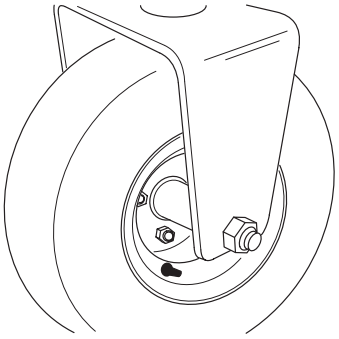

**Figure 5**
4. Position the bend of the bolt head under the bottom edge of the castor fork. Install and tighten the locknut to secure the wheel to the castor fork (Fig. 5).